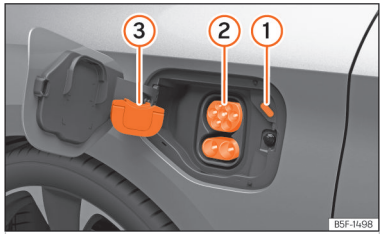

**Fig. 59** Behind the battery charging cover on the rear right-hand side.
- Remove the protective cap and hang it on the hook ››› Fig. 59 ③
- Plug the charging station's charging connector into the charging socket ››› Fig. 59 ②
The LED (charging process indicator) of the charging socket flashes or flashes white ››› Fig. 59 ① ››› page 83
The charging process indicator on the charging socket ① flashes green ››› Fig. 59.
- Tap the **Stop charging** function button on the infotainment system screen. The charging process indicator located next to the charging socket ① lights up white ››› Fig. 59. The charging connector is unlocked.
- Place the protective cap on the charging socket's lower connection ③ ››› Fig. 59